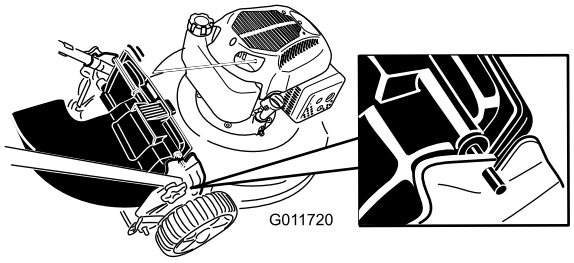

Figur 22
4. För in den bakre utkastarriktarens stång i spåren på klipparen (Figur 22).